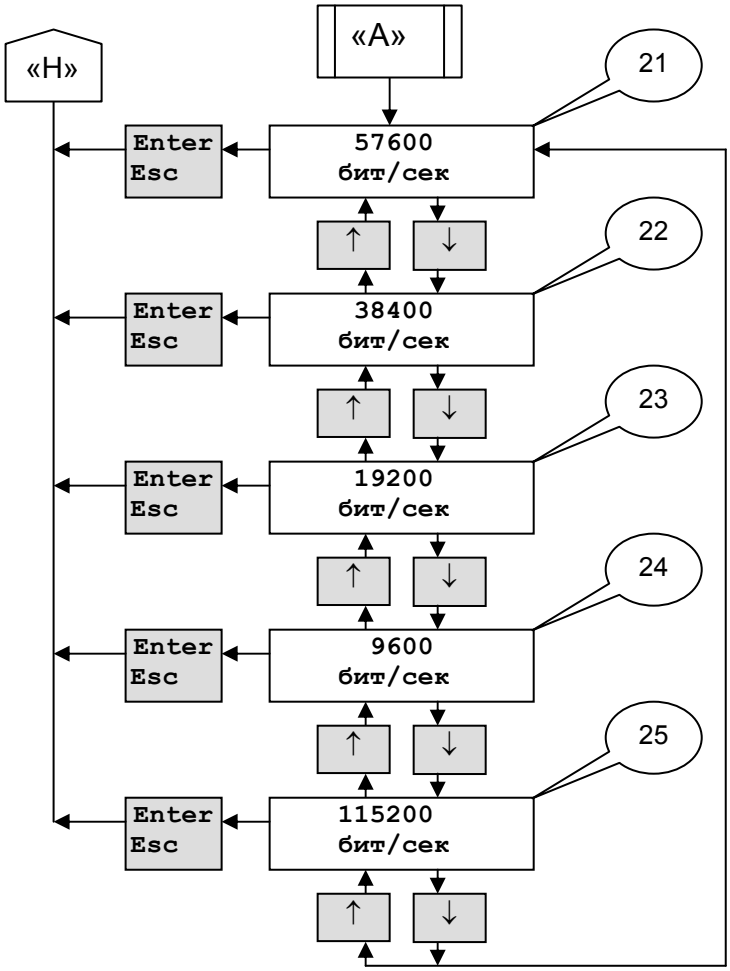

Рисунок 3 – Задание скорости обмена по каналу связи
4.5.3 Раздел меню **Задания скорости обмена по каналу связи,** рисунок 3**.**
4.5.3.1 Раздел **Задания скорости обмена по каналу связи** (смотри рисунок 3) **инд 2.** Клавишей **Enter** производится вход в раздел **инд 21**.